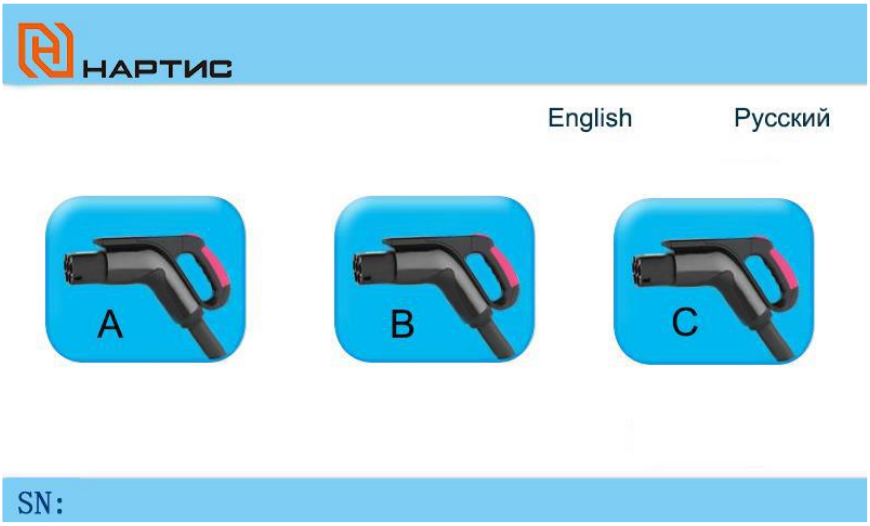

Рисунок 5 – Стартовая страница на LCD сенсорном экране
2.3.1.3 На экране зарядной станции выберите подключенный коннектор для зарядки (рисунок 5).